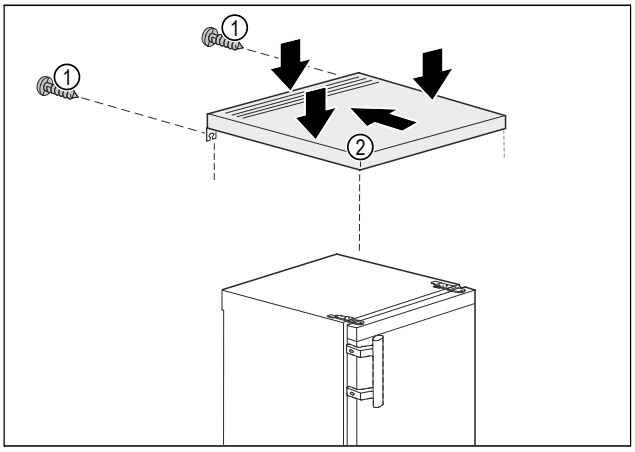

Fig. 4
▶ Læg bordpladen *Fig. 4 (2)* på enheden.
▶ Skub bordpladen *Fig. 4 (2)* tilbage.
▶ Tryk bordpladen *Fig. 4 (2)* ned bagpå.
▶ Skru skruerne *Fig. 4 (1)* fast på bagsiden.
▷ Bordpladen *Fig. 4 (2)* er monteret.